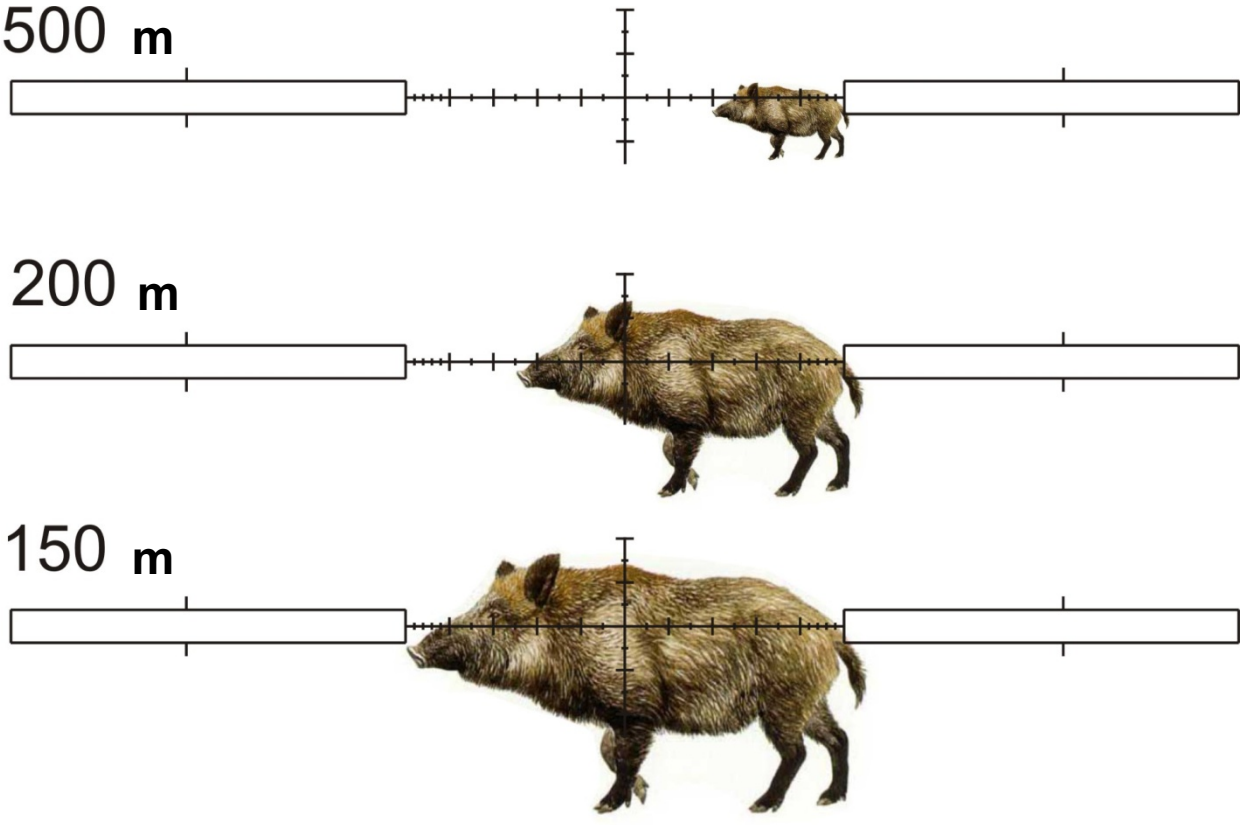

Fig. 3.
3) Move the crosshair so that one side of the target above the horizontal line could match a Mil Dot matchmark (see Fig. 3).
On Fig. 3 you can see an example of such evaluation: distance to a 1.5 m wild boar as per Mil Dot reticle.
(*) – see relevant data on Fig. 3.